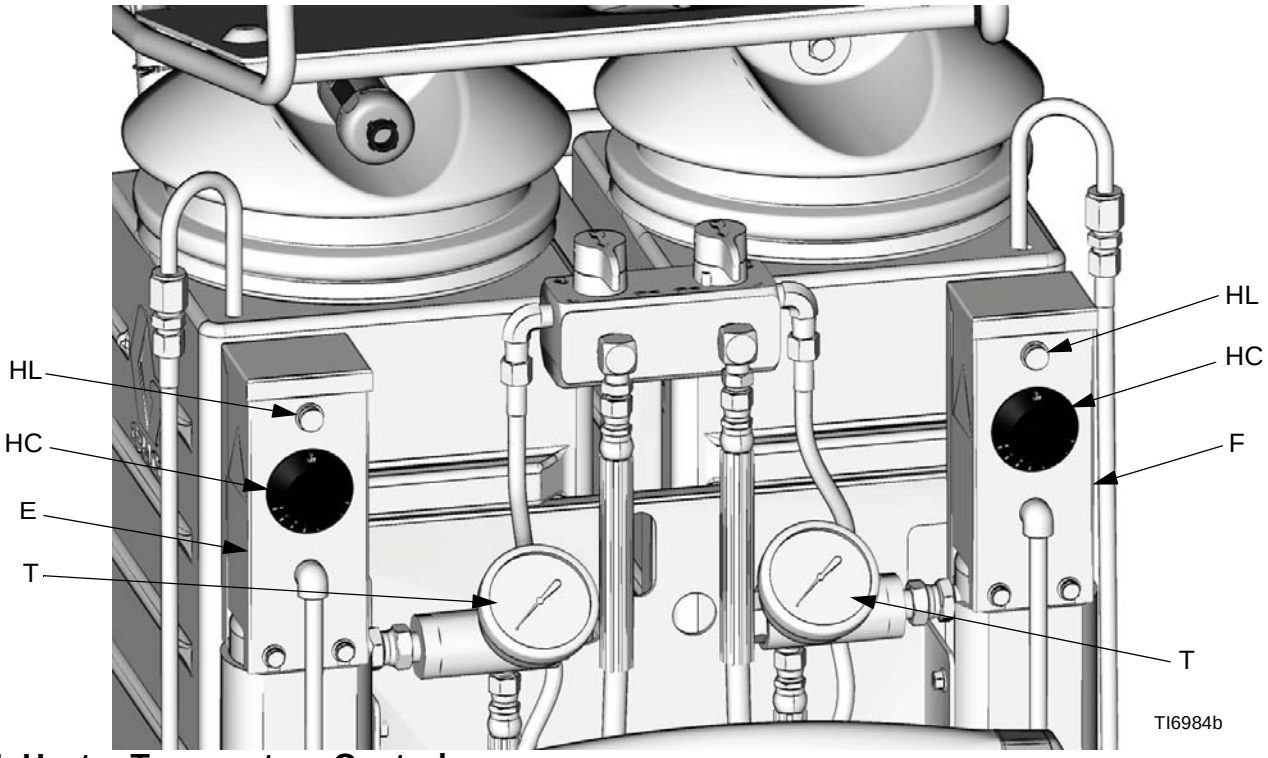

FIG. 4. Heater Temperature Controls
See FIG. 4. Control knobs (HC) set temperature of component A and B heaters. Indicator lights (HL) turn on when thermostats are heating, and off when heater reaches setpoint. Present on heated units only.